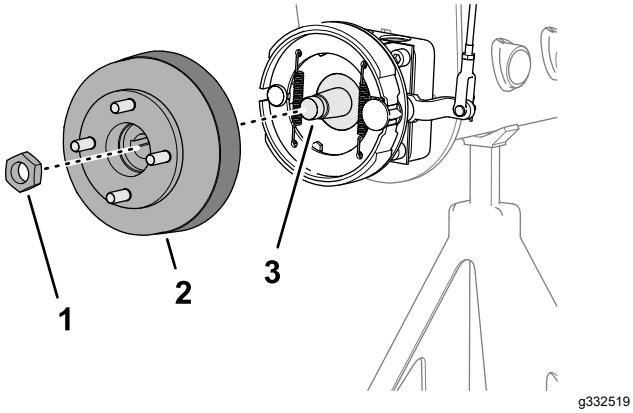
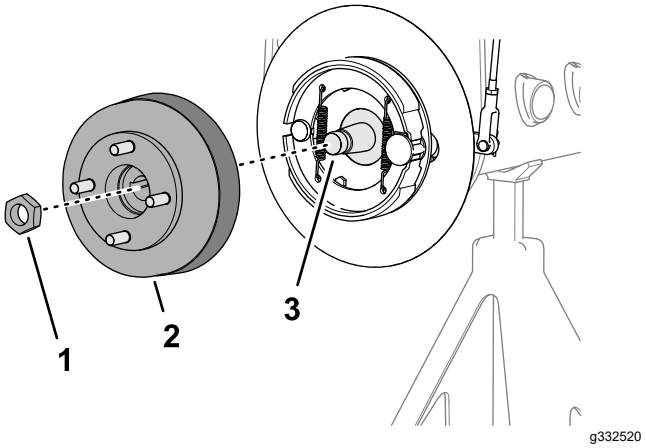

Figuur 64
Figuur 65
1. Verwijder de borgmoer waarmee de naaf aan de wielmotoras is bevestigd (Figuur 64 of Figuur 65).
4. Gebruik de gespecificeerde naaftrekker om de wielnaaf en remtrommel te verwijderen van de wielmotoras (Figuur 64 of Figuur 65).